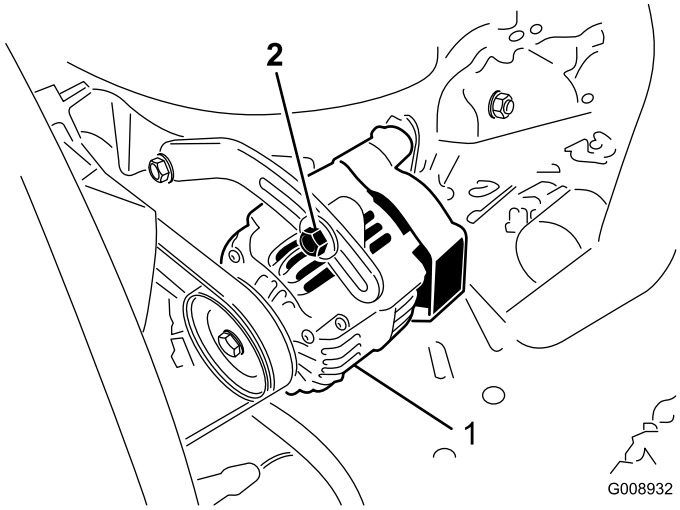

Figura 69
Compruebe la condición y la tensión de las correas (Figura 69) cada 100 horas de operación.
2. Si la desviación no es de 10 mm, afloje los pernos de montaje del alternador (Figura 69). Aumente o reduzca la tensión de la correa del alternador y apriete los pernos. Verifique de nuevo la desviación de la correa para asegurarse de que la tensión es la correcta.